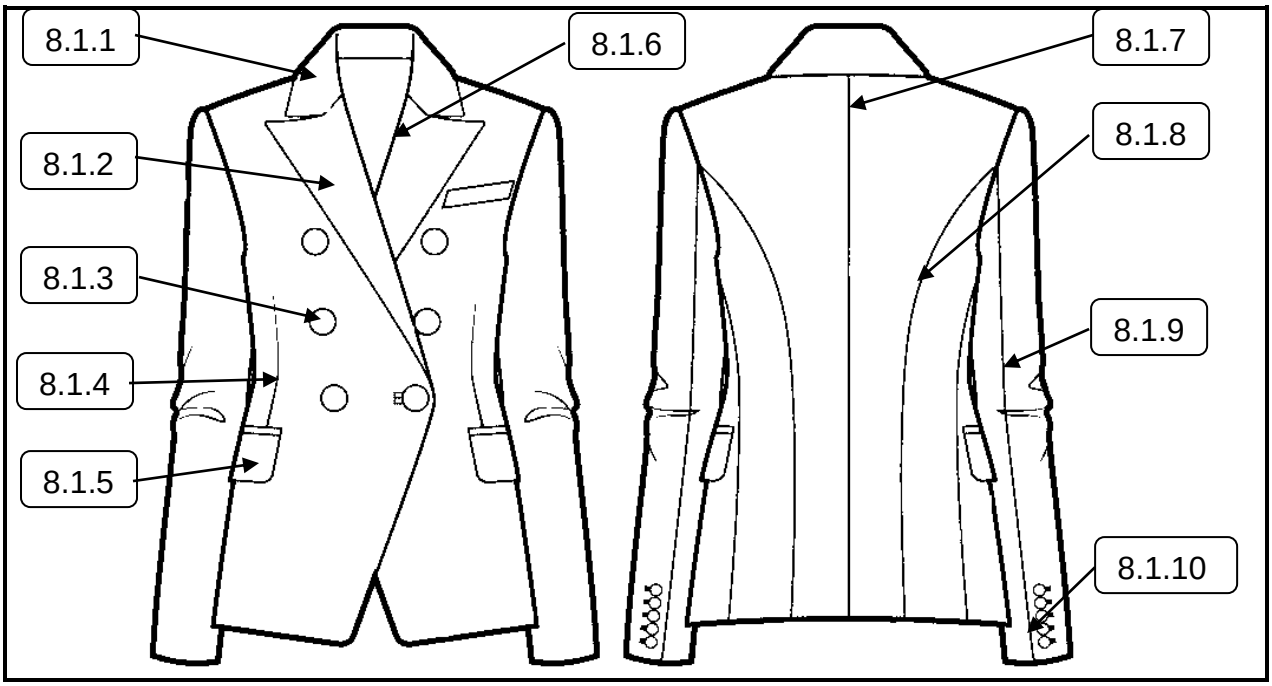

FIGUUR 6
Bestudeer die sketse van die damesbaadjie in FIGUUR 6 en beantwoord die vrae.
8.4 Verduidelik hoe die kontoerpylnaat op die baadjie in FIGUUR 6 gekonstrueer word. (10)